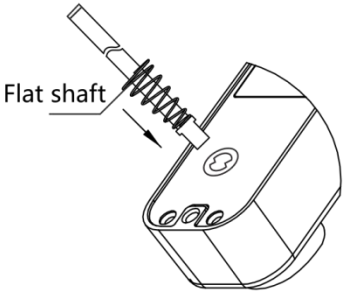

FIG7D
3) Sätt in ena änden av den platta axeln med en låsfjäder i det runda hålet på frontpanelens lås (som Bild 7D)